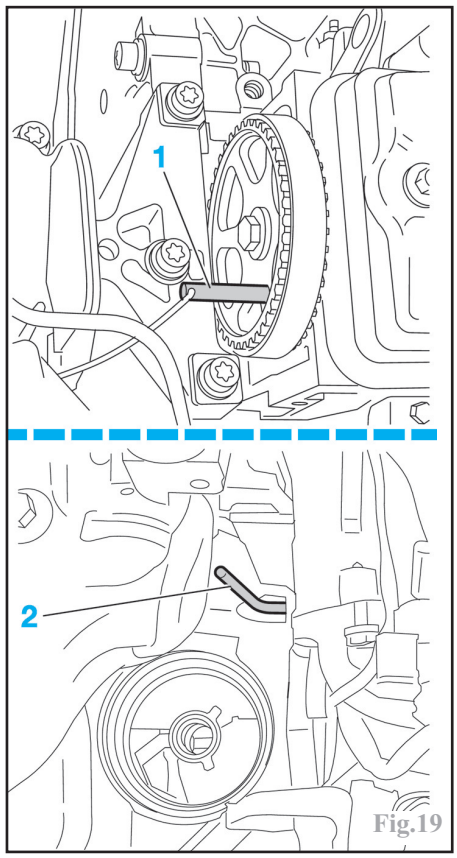
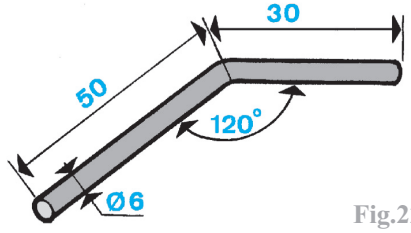

Fig.19
Fig.22
-la roue dentée d'arbre à cames, à l'aide d'une pige appropriée de **Ø 10 mm** (outil **Citroën 4507-T.B**) (1) (Fig.19).
-le volant à l'aide d'une pige appropriée (outil **Citroën 4507-T.A**, voir cotes de réalisation Fig.22), par l'orifice placé sur le carter-cylindres, au dessus du logement du filtre à huile (2) (Fig.19).
Une pige référencée **0132-QY** dans le catalogue d'outillage du constructeur permet le calage du volant moteur sans dépose du filtre à huile (Fig.19).
-roue dentée d'arbre à cames pigée à l'aide d'une pige de **Ø 10 mm** (1) (Fig.19).
-volant moteur pigé à l'aide d'une pige appropriée (outil **Citroën 4507-T.A**, voir cotes de réalisation Fig.22), par l'orifice placé sur le carter-cylindres, au dessus du logement du filtre à huile (2) (Fig.19).
Déposer les piges de calage (1) et (2) (Fig.19) puis l'étrier, si utilisé.
Tourner le vilebrequin de **4 tours**, dans son sens normal de rotation (horaire vue côté distribution) par la vis de fixation de sa roue dentée, puis revenir au point de calage et réintroduire les piges (1) et (2) (Fig.19).